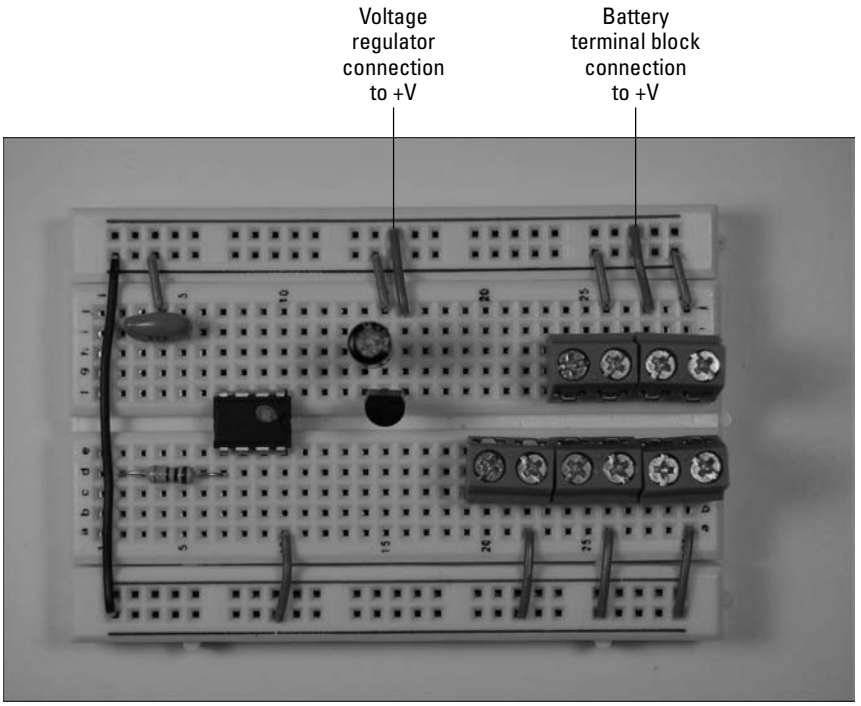

Figure 11-11: Connect the input pin of the voltage regulator to the battery.
4. **Insert wires to connect the input pin of the voltage regulator and the terminal block for the battery to the + voltage bus, as shown in Figure 11-11.**